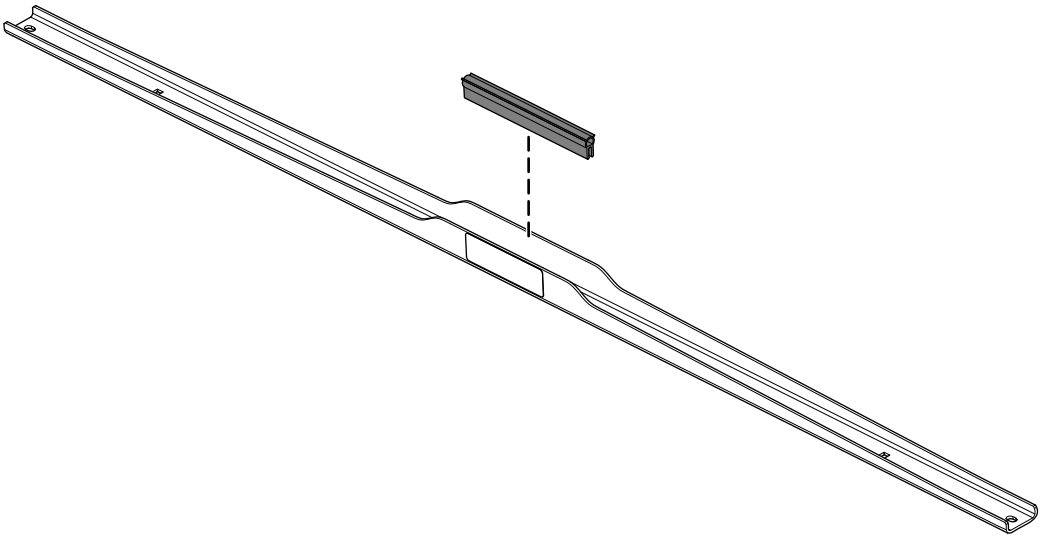

Rysunek 16
1. Zamontuj uszczelkę na wsporniku montażowym rury (Rysunek 16).